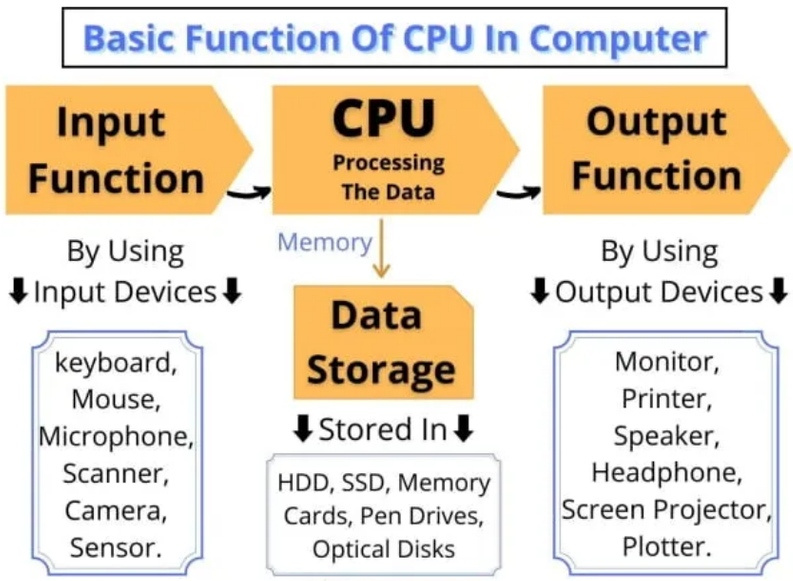

Figure 9.28 : Functions of CPU
1. The CPU receives the data when the computer inputs the data through input devices such as a keyboard or mouse. Figure 9.28. shows the basic function of CPU.